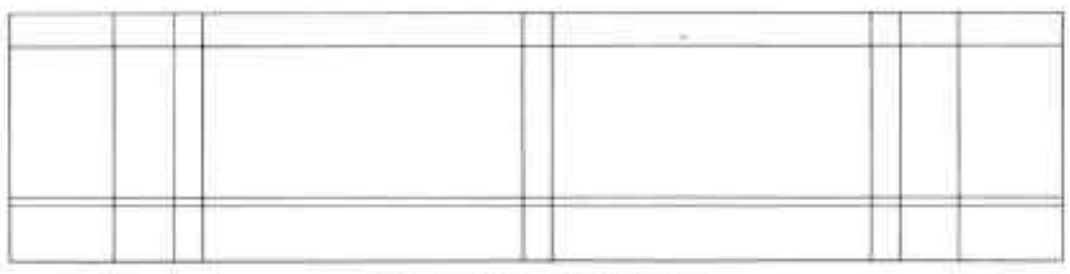

图20-83 偏移线段
Step 03 执行“偏移”命令，将矩形两侧线段依次向内偏移360mm、205mm、100mm和1100mm，如图20-83所示。